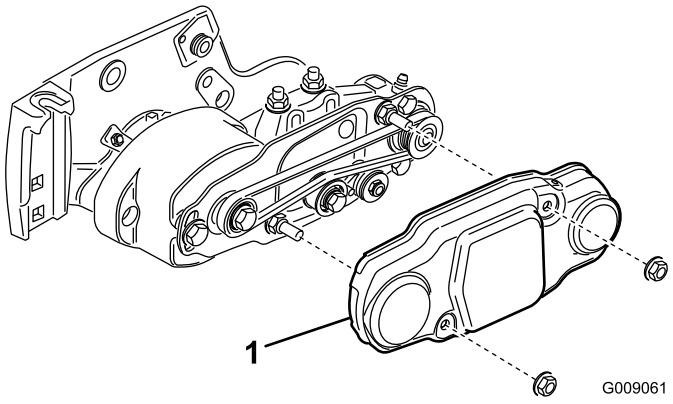

Figura 18
25. Deslize a cobertura da correia para os parafusos de montagem e fixe-a com 2 porcas flangeadas (Figura 18).